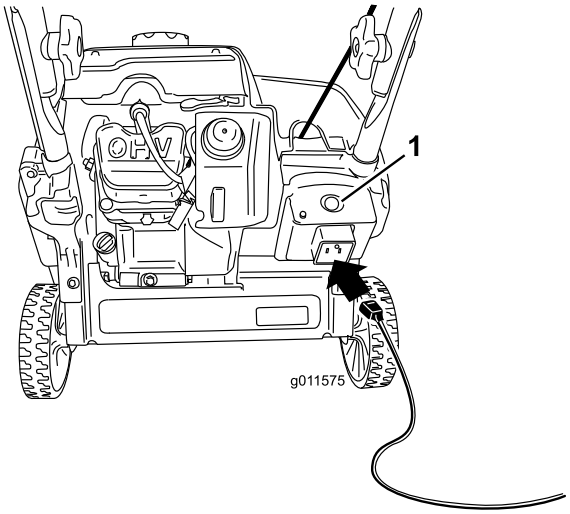
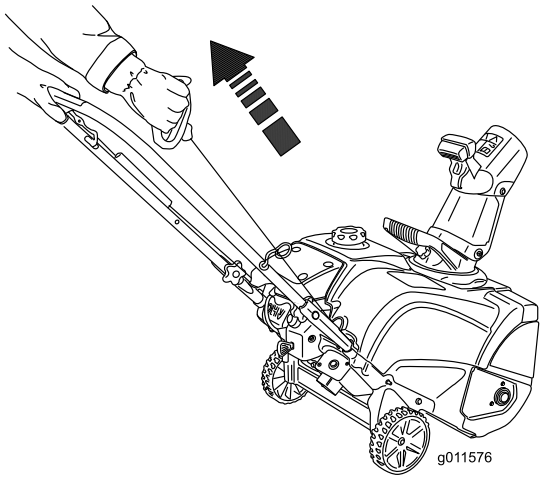

Figur 19
Figur 20
4. Forbind en forlængerledning til en strømkilde og sneslyngen, og tryk på elektrisk start-knappen (kun model 38283) (Figur 19), eller træk tilbageslagsstarthåndtag (Figur 20).